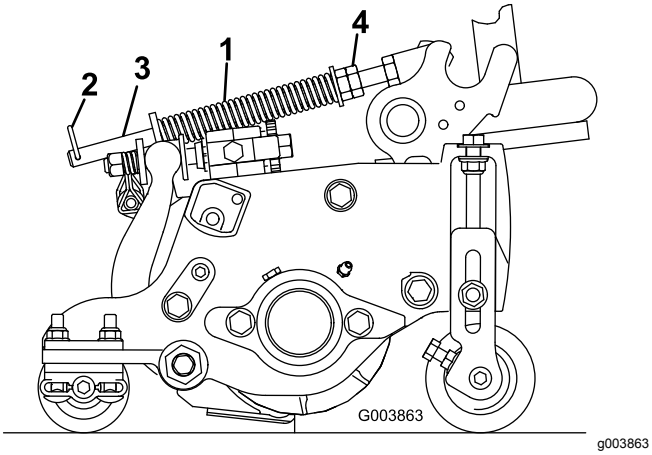

Figur 15
Gräsutjämningsfjädern (Figur 15) överför vikt från den främre till den bakre valsen. Detta hjälper till att minska förekomsten av det vågformade mönster i gräsmattan som kallas för ”ondulering” eller ”bobbing”.
1. Se till att hårnålssprinten sitter i det bakre hålet på fjäderstången (Figur 15).
2. Dra åt sexkantsmuttrarna på fjäderstångens främre ände tills dess att fjäderns komprimerade längd är 12,7 cm på Reelmaster 5410 (12,7 cm klippenhet), eller 15,9 cm på Reelmaster 5510 (17,8 cm klippenhet), se Figur 15.